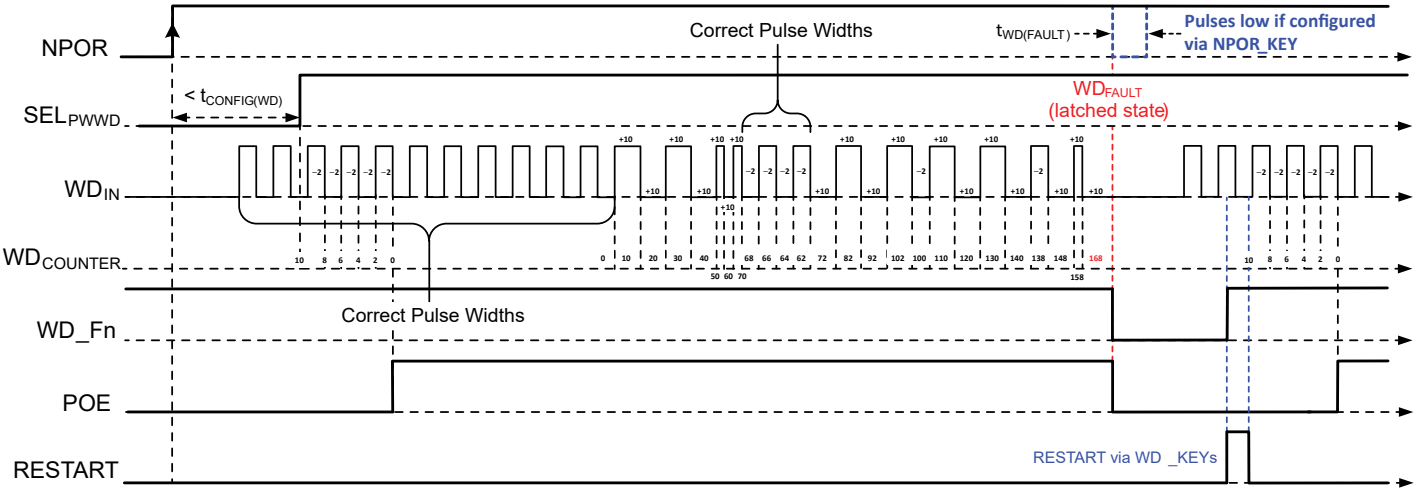
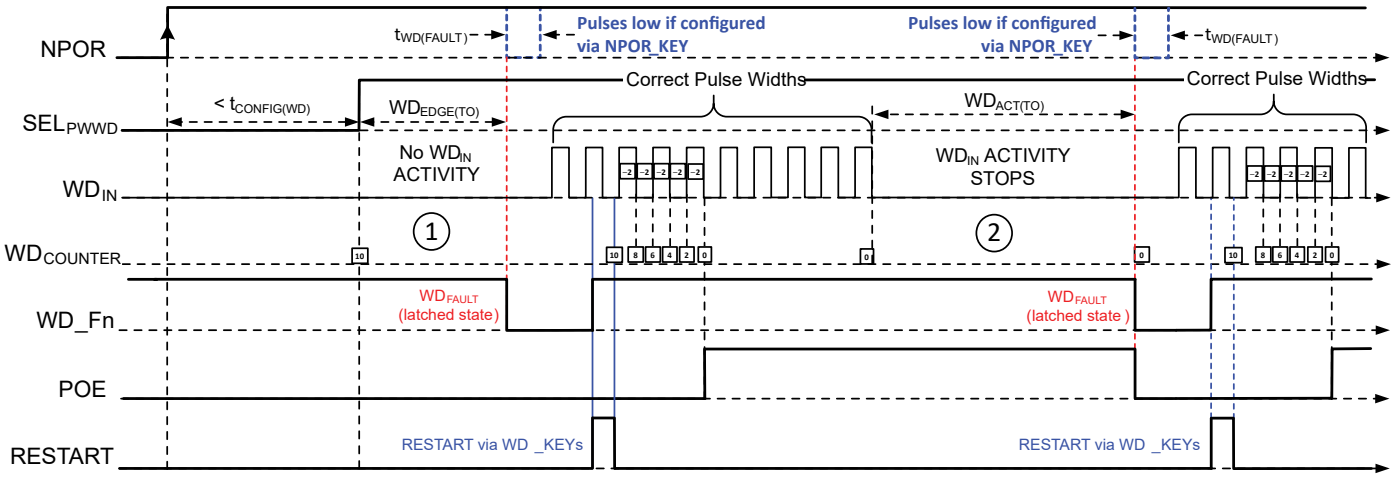
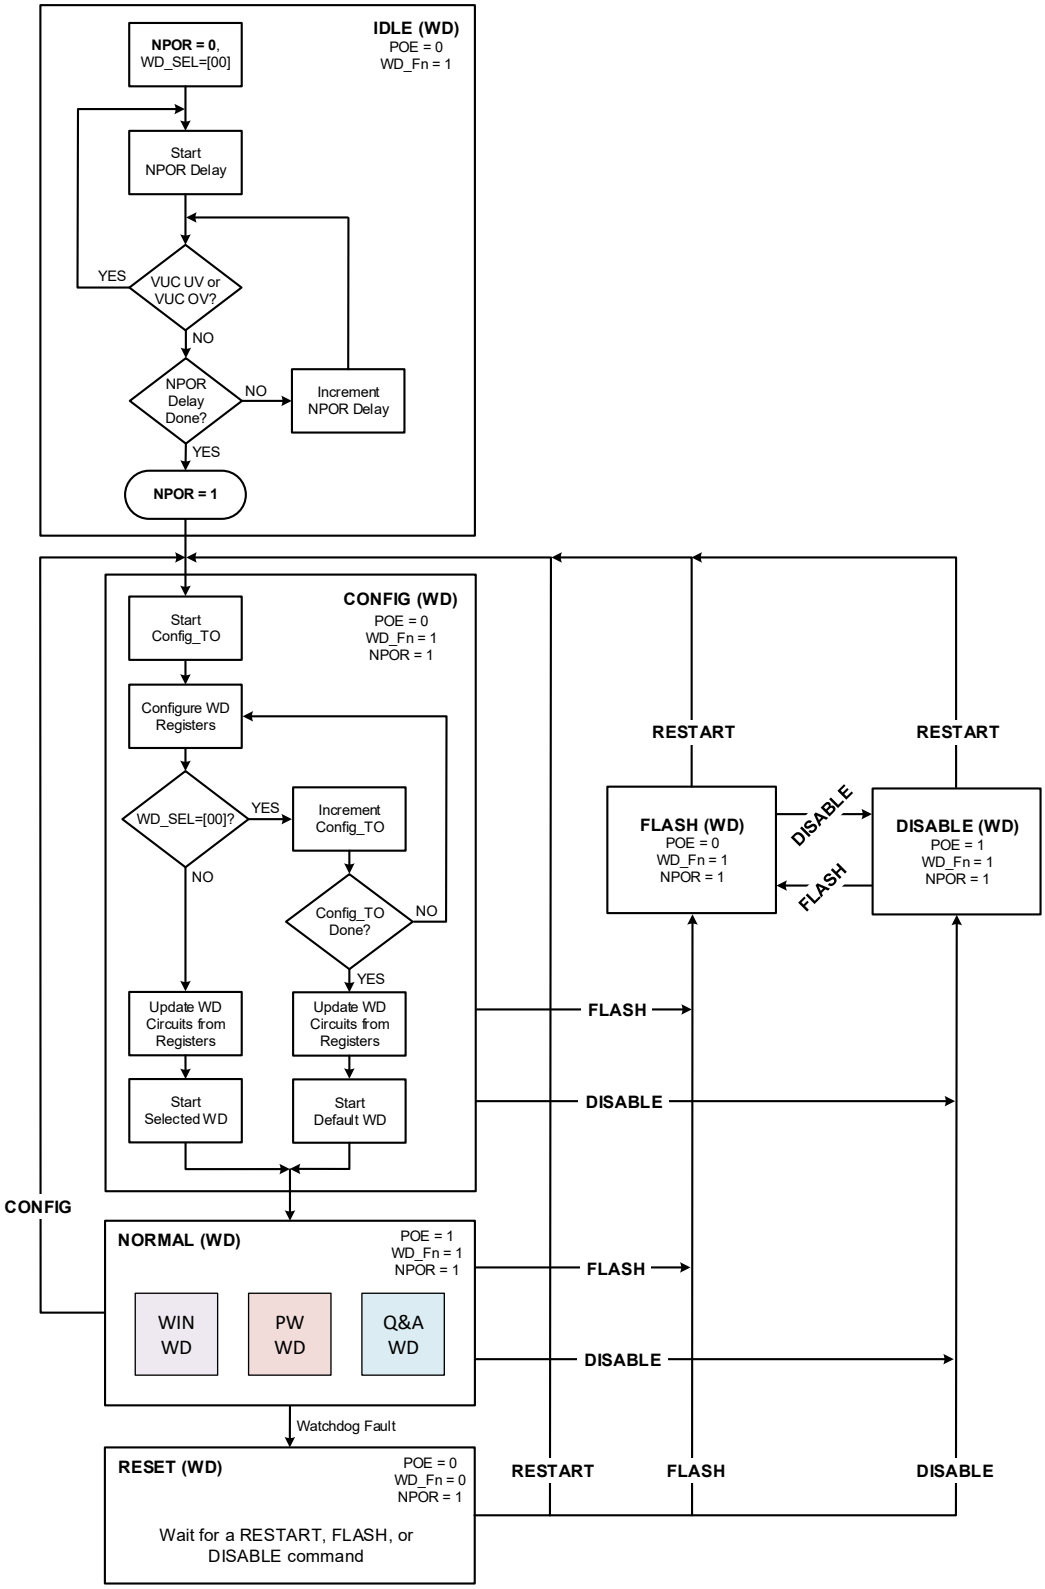

Figure 6: Watchdog (WD) operation with both correct and incorrect pulse widths.
Figure 7: Watchdog operation with faults from:
Figure 12: State Diagram of Watchdog Operation
The Pulse Width Watchdog circuit monitors an external clock applied to the WD_{IN} pin. This clock should be generated by the primary microcontroller or DSP. The PWWD watchdog measures the time between two clock edges, either rising or falling. So the watchdog effectively measures both the "high" and "low" pulse widths, as shown in Figure 6. By default, the nominal WD_{IN} pulse width (PWWD_PW) is set to 1 ms, but can be modified to 0.5, 1.5, or 2 ms via SPI.
If an incorrect pulse width is detected, the watchdog increments its fault counter by 10 (default). If a correct pulse width is detected, the watchdog decrements its fault counter by 2 (default). If the watchdog fault counter exceeds 160 (default), then both the WD_Fn and POE pins transition low. Operation of the PWWD is shown in Figure 6 and Figure 7. The increment value (PWWD_INC), decrement value (PWWD_DEC), and maximum fault count (PWWD_MAX) all have alternate values that can be accessed via SPI.
By default, the PWWD watchdog is enabled after NPOR transitions high and remains high for at least $t_{CONFIG(WD)}$ (1000 ms). This delay should allow ample time for the microcontroller to modify the registers via SPI and begin delivering a clock to the WD_{IN} pin. The $t_{CONFIG(WD)}$ time is shown in Figure 6, Figure 7, and Figure 12. Alternatively, if the microcontroller quickly modifies all registers and generates the WD clock, t_{CONFIG} may be too long. In this case, simply setting WD_SEL_(1:0) ≠ [00] will bypass any remaining t_{CONFIG} time and move the state machine from the CONFIG to the NORMAL state. Both cases are shown in the watchdog state diagram, Figure 12.
Clock pulses from the microcontroller must be applied to WD_{IN} before the watchdog is selected (via WD_SEL) or restarted (via the 3-word WD_KEY command). The PWWD error counter can be preloaded to a value set by PWWD_POE_DLY (default of 2). Preloading the error counter forces the microcontroller to send valid pulses before POE transitions high, effectively "pre-qualifying" the performance of the microcontroller. Figure 6 and Figure 7 demonstrate prequalification with PWWD_POE_DLY set to a value of 10, which requires 5 valid clock pulses (–2 counts per valid clock pulse) before POE transitions high.
After moving into NORMAL operation, if no clock edges are detected at WD_{IN} for PWWD_EDGE_TO, both WD_Fn and POE pins transition low. By default, PWWD_EDGE_TO is 5 ms, but can be modified to 2.5, 10, or 15 ms via SPI. The "edge timeout" condition is shown as (1) in Figure 7.
While in the NORMAL state, if clock activity at WD_{IN} terminates for at least PWWD_ACT_TO, both WD_Fn and POE pins transition low. By default, PWWD_ACT_TO is 16 ms, but can be modified to 8, 24, or 32 ms via SPI. The "loss of clock activity" condition is shown as (2) in Figure 7.